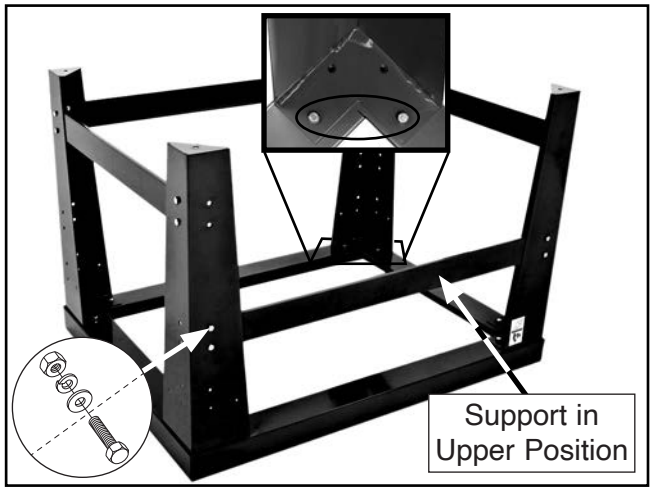

Figure 11. Stand assembly.
7. Fasten (4) stand legs and cross braces to hopper support, as shown in **Figure 11,** using (24) M8-1.25 x 20 hex bolts, (24) 8mm flat washers, (24) 8mm lock washers, and (16) M8-1.25 nuts. When mounting legs, only use (2) holes shown in **Figure 11**.